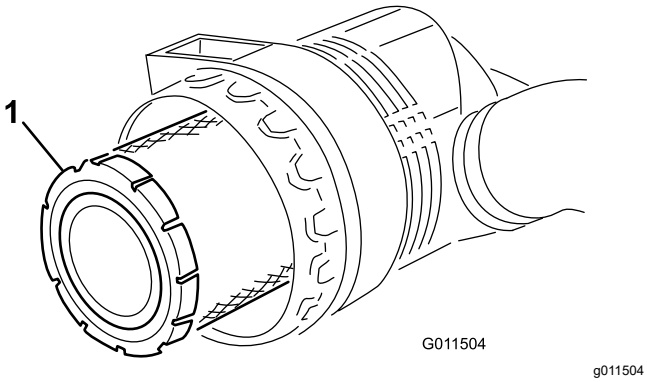

Рисунок 86
5. Снимите и замените фильтр грубой очистки(Рисунок 86).